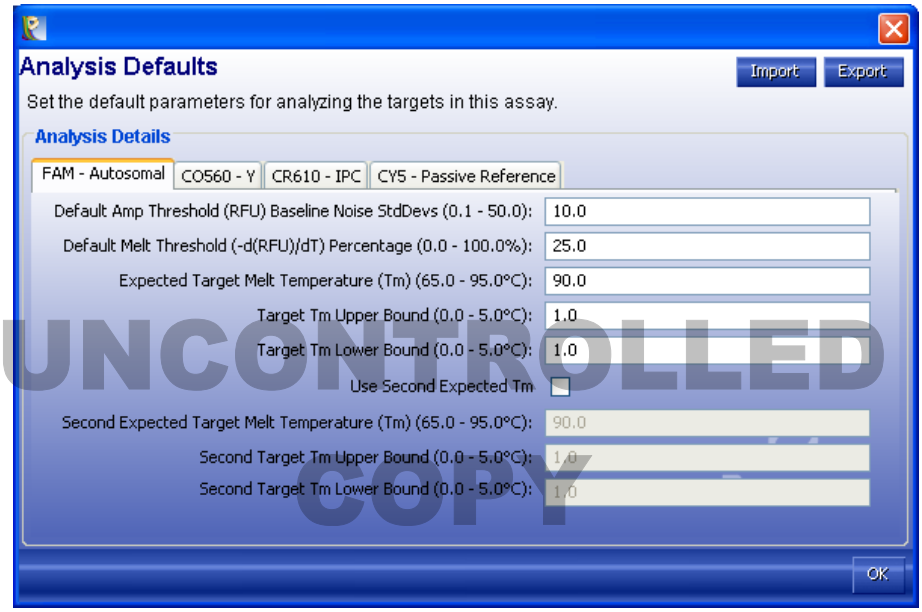

Figure 16. Analysis Template Window**.** After importing the analysis template, the expected melt temperature for the autosomal amplicon should be 81.23°C.
4.2.5.6 The defaults are used for all settings, as shown in Figure 16, except the expected melt temperature. The approximate T_m values should be: A = 81.23°C, Y = 82.59°C, and IPC = 82°C. These melt temperatures are imported when you select the Plexor® analysis template. Click “OK”. The T_m value can be adjusted slightly manually by dragging the vertical bar to the left or right to center the T_m (Figure 17, red arrow).